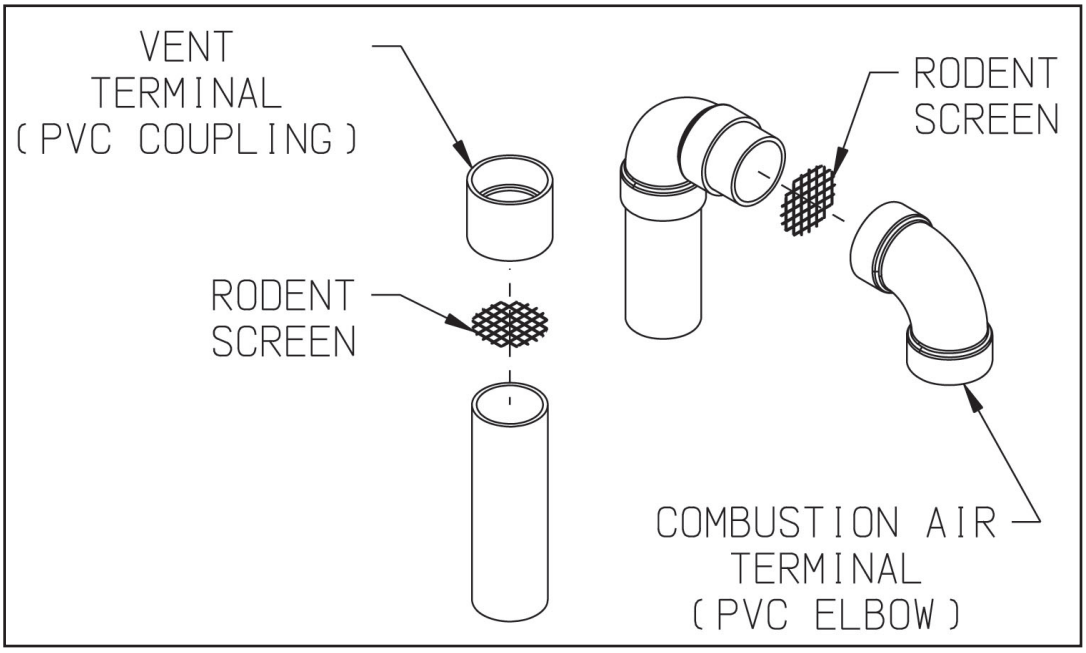

Figure 7.29: Installation of Standard Vertical Terminals
a. See Figure 7.29 for the proper orientation of twin pipe vertical terminals.
c. A 180° bend (or two 90° elbows) are installed on the top of the air intake pipe. If two 90° elbows are used, the rodent screen provided can be installed between them (Figure 7.29). If a 180° bend is used, install the rodent screen in the open side of the bend, using a ring made of PVC pipe. If desired, the termination fittings can be attached to the end of the vent and/or intake pipes with field supplied stainless steel screws so that they can be later removed for cleaning and inspection. If this is done, drill a clearance hole in these fittings and a tap hole in the end of the vent/intake pipes to accept these screws.